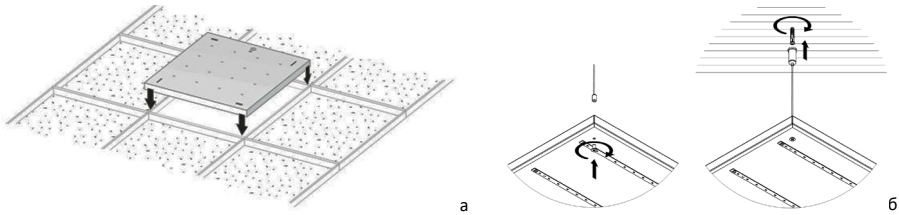

Рисунок 5 — Установка светильника Geniled серии Офис, ЛПО.
5.4.6. Установите светильник Geniled на монтируемое место (Рисунок 5, а — для потолка типа «Армстронг»). Следите за тем, чтобы кабель не оказался зажат между элементами конструкции потолка и светильника. Убедитесь, что светильник надежно закреплен на потолке.
5.5.2. Установите на светильнике тросовые подвесы. Рекомендуется использовать комплект подвесного монтажа Geniled. Для монтажа светильника серии Офис, ЛПО необходимо 2 комплекта. См. рисунок 5, б.